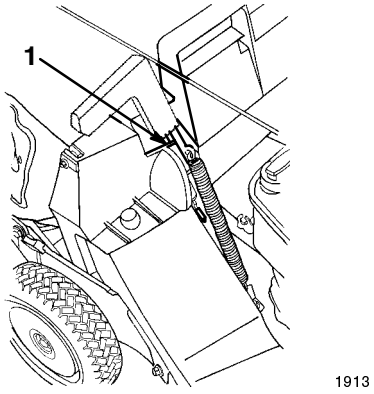

Bild 20
5. Ziehen Sie den Griff der Auswurfkanalklappe nach vorne und anschließend nach hinten, bis der Stift in die Korbaussparung einrastet (Bild 20).